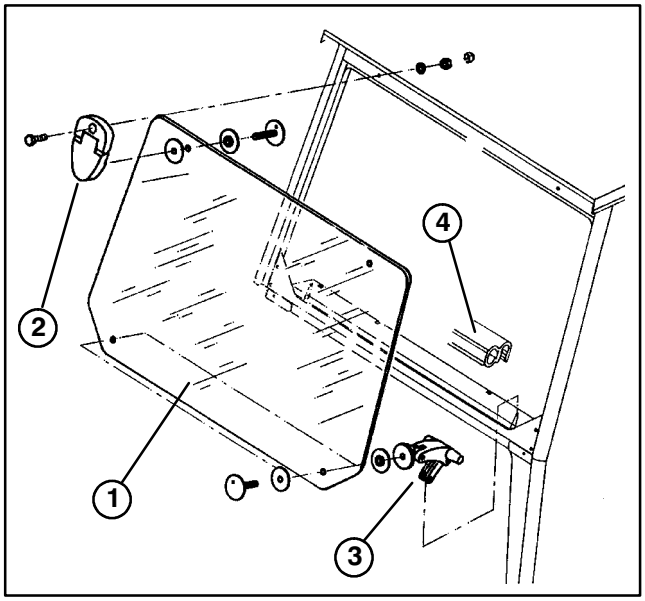

Figure 10
23. Lift cab onto vehicle while guiding rear corner brackets onto the vehicle ROPS receiver brackets. (Fig. 10). Make sure wire harness from bottom of left side door frame is routed to inside of cab.
35. Loosely install a hinge to each of the top holes in front window with a screw and (2) washers (Fig. 10).
36. Loosely install a push–out crank to each of the bottom holes in front window with a screw and (2) washers (Fig. 10).
37. Insert window onto weather–strip seal of front opening, while aligning hinge mounting holes with holes in upper front support (Fig. 10). Tighten hinge mounting screws finger tight.
38. Secure each hinge to support with a plastic capscrew, washer and nut. Install a cap over each nut (Fig. 10).